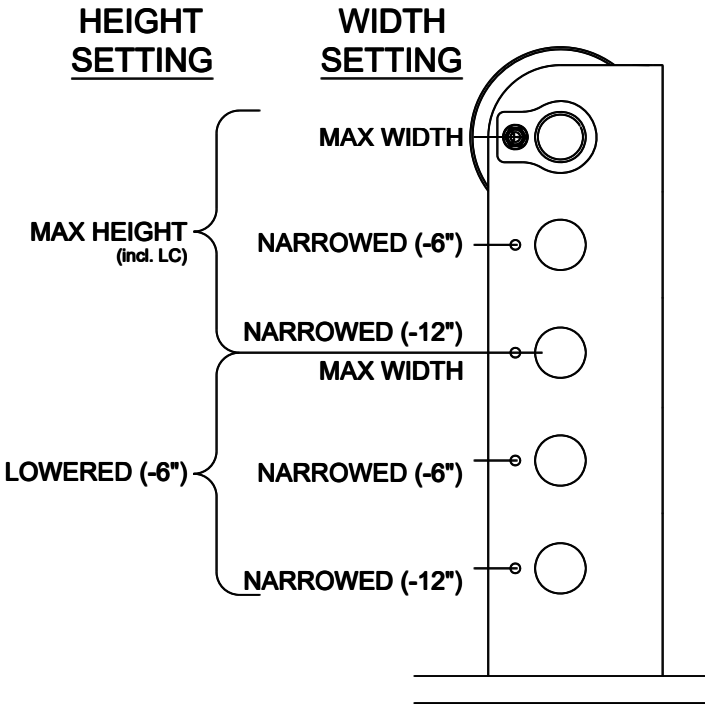

Fig. 2 –Sheave Position in Lower Bracket
6) Determine the sheave location on the lower bracket based on the overall height and width of the lift at its chosen configuration. Use the General Specifications table from **page 2** and **Fig 2** below.